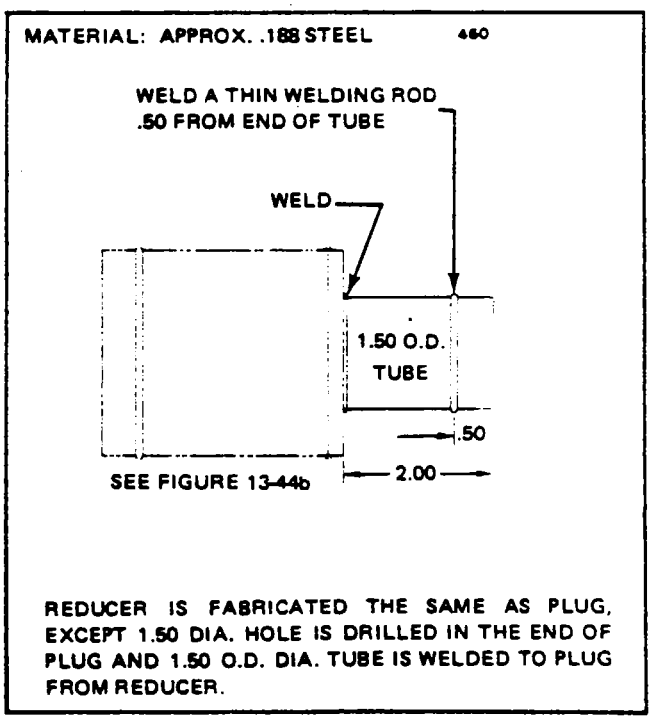

Figure 13-56. Fabricated Reducer
3. Connect the pneumatic or pressurizing air line from the test unit to the distribution tube at the forward pressure bulkhead per Figure 13-54. Make the connection using a fabricated reducer as shown in Figure 13-56